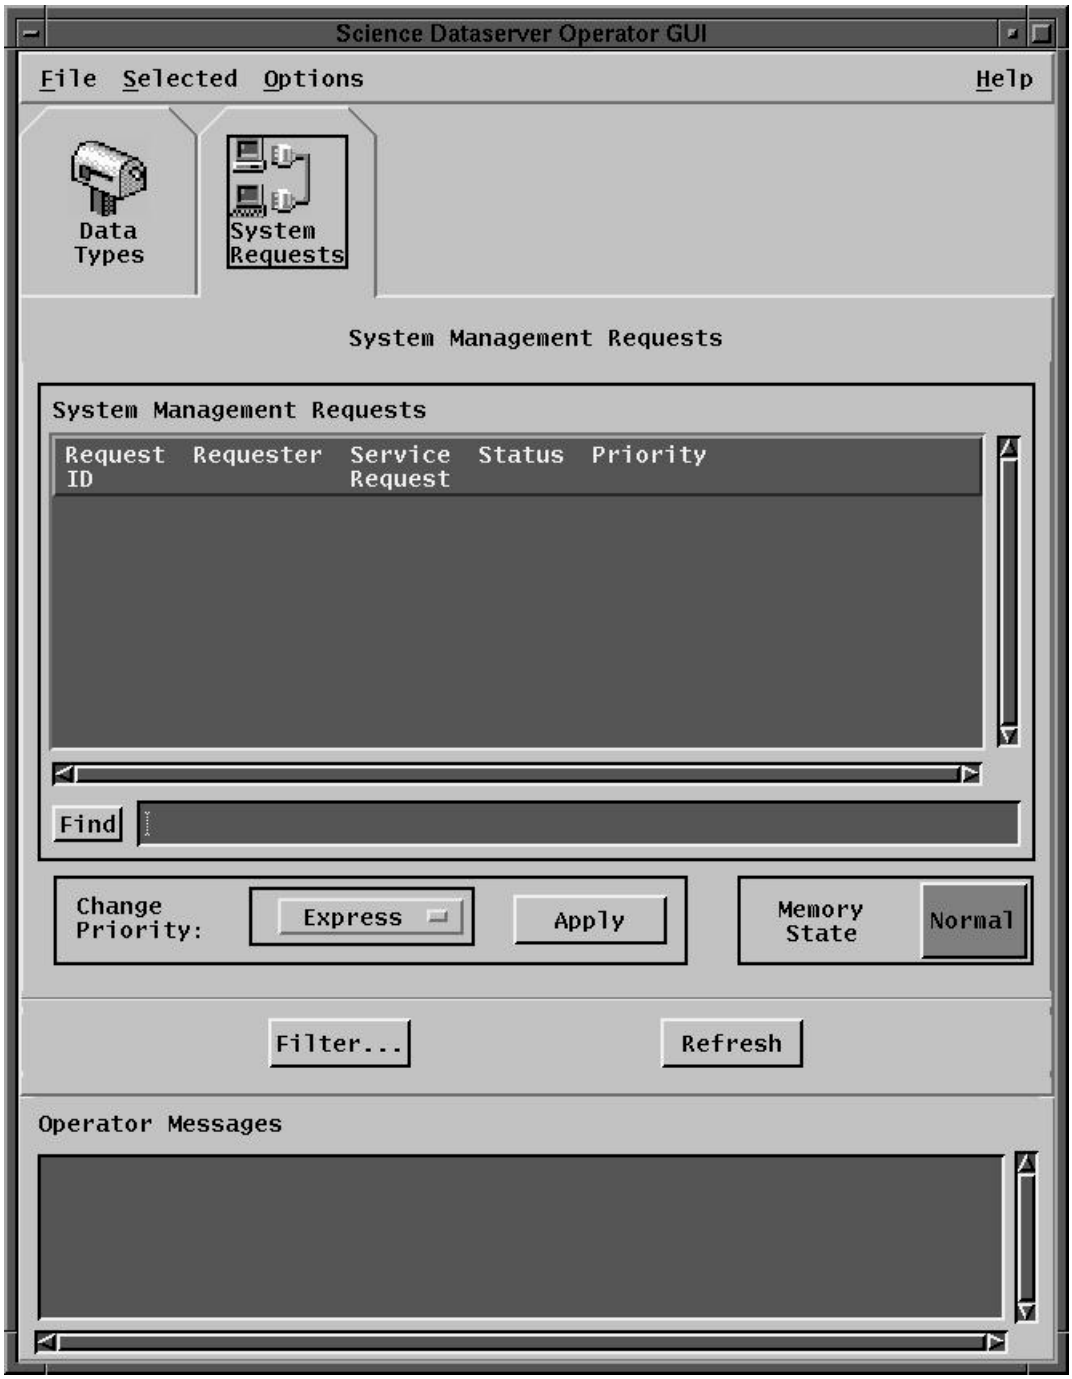

Figure 65. System Management Requests Window
Clicking the System Requests tab will bring up the System Management Requests window (see Figure 65). This window provides operations personnel at the DAAC the capability to monitor requests the Science Data Server is working with. All requests within the Science Data Server are displayed. The columns of the list can be sorted by positioning the cursor and clicking on the appropriate column of interest. The requests can be filtered by positioning the cursor and clicking on the **Filter** button and entering the attributes on which to filter.
- **Back to the System Requests tab description (figure 65), Operator Messages provides informational and error messages to the user.**